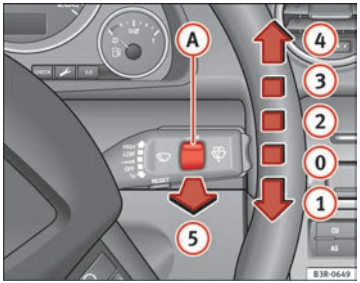

Fig. 99 Windscreen wiper lever
The windscreen wiper lever ⇒ Fig. 99 has the following settings:
With the lights switched on, operate the automatic wash and wipe ⇒ Fig. 99 (5), and keep the lever pulled towards you for at least 1 second.